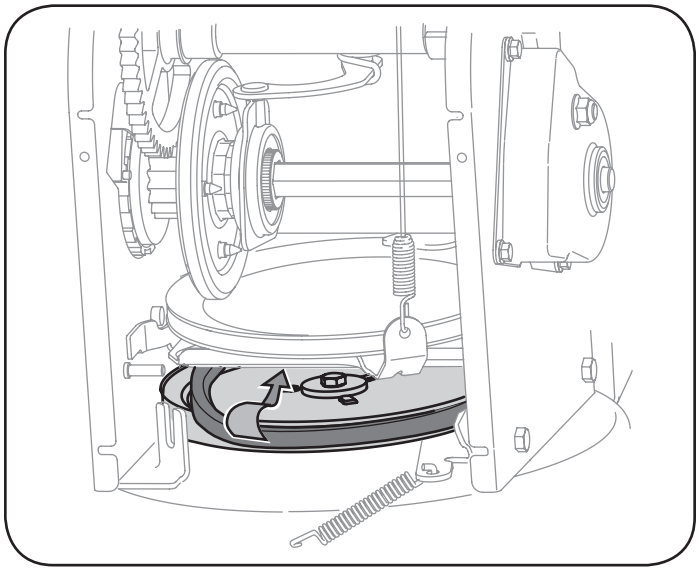

Figura 71
7. Retire la correa de alrededor de la polea de la barrena y deslice la misma entre la ménsula de soporte y la polea de la barrena. Vea la Figura 71.